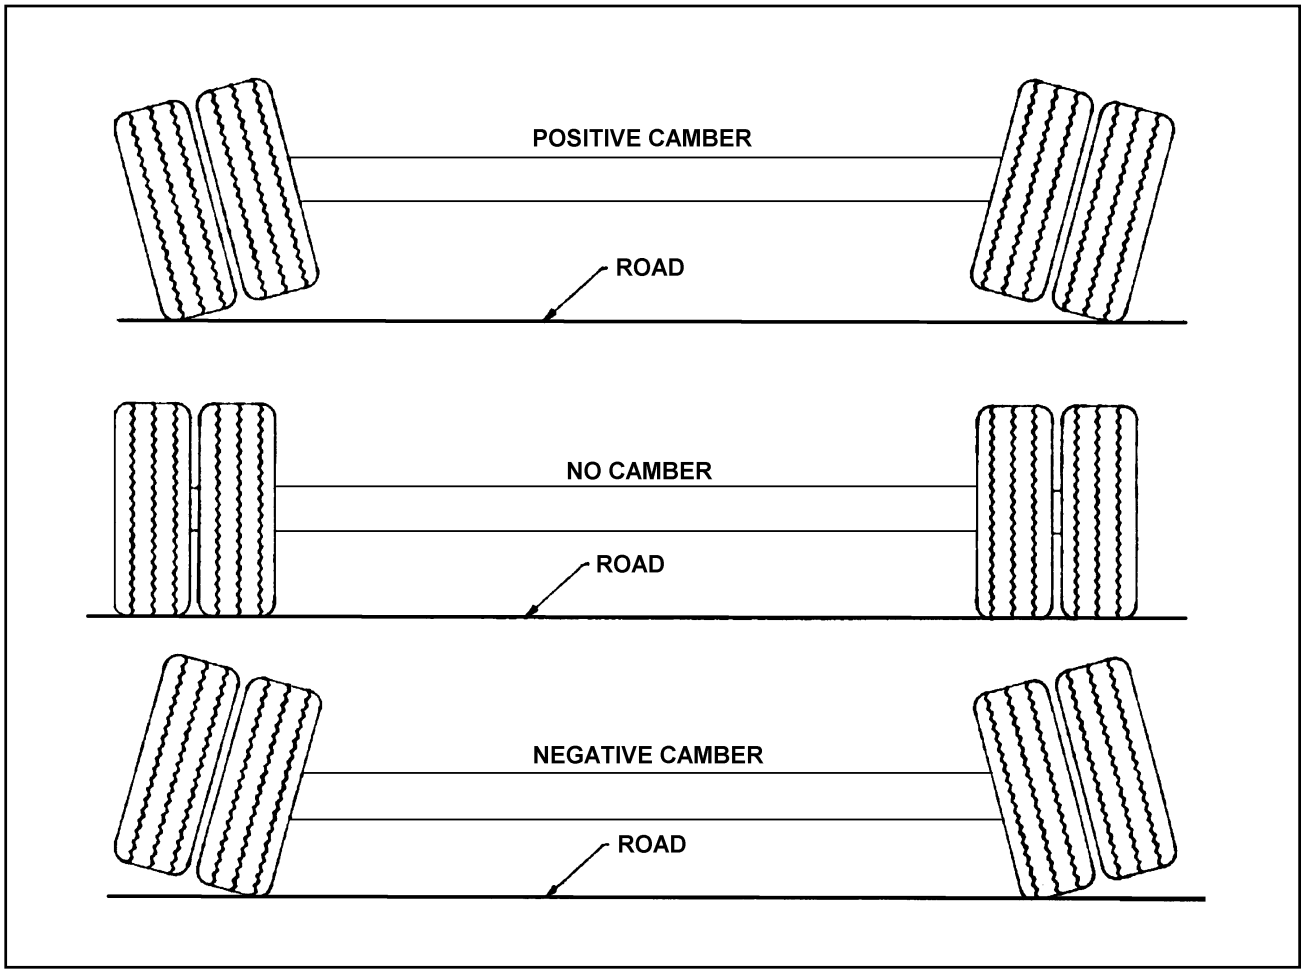

Figure 4-8 Examples of Camber
d. Follow the same procedures as in **Section 4-8.1 b. and c.**, except place the axle gauge above and below the axle. If gauge point gap is found, the axle has positive or negative camber. The semitrailer axle has no camber from the factory. If it is found to have positive or negative camber, axle replacement is necessary **(See Figure 4-8** for examples of camber).